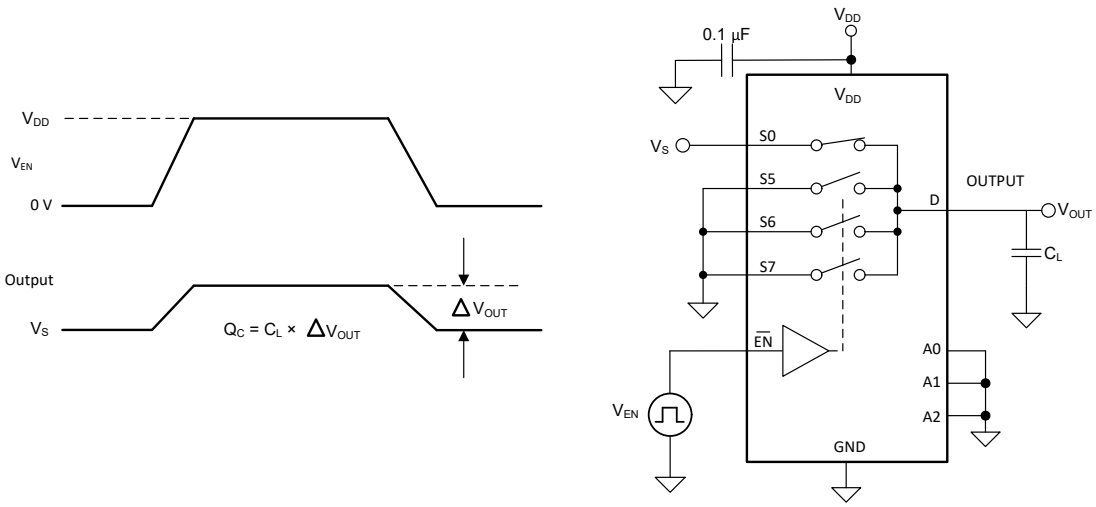

Figure 7-8. Charge-Injection Measurement Setup
Any mismatch in capacitance between the NMOS and PMOS transistors results in a charge injected into the drain or source during the falling or rising edge of the gate signal. The amount of charge injected into the source or drain of the device is known as charge injection, and is denoted by the symbol Q_C. Figure 7-8 shows the setup used to measure charge injection from source (Sx) to drain (D).